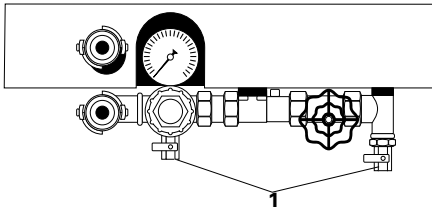

Abb. 17: Wasserarmatur mit Ablasshähnen
- Ablasshähne (Abb. 17, 1) öffnen